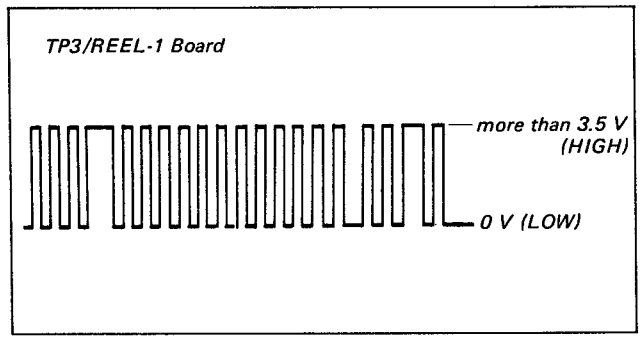

Fig. 7-6.
2. Connect scope to TP3 on the REEL-1A board, Confirm that the output is as shown in Fig. 7-6. If the output is always HIGH or LOW, adjust volume control ◐RV7/REEL-1A board.
3. Connect scope to TP3 on the REEL-1A board, Check to see that the output satisfies the specification in Fig. 7-6. If the output is always HIGH or LOW, adjust ◐RV8/REEL-1A board.